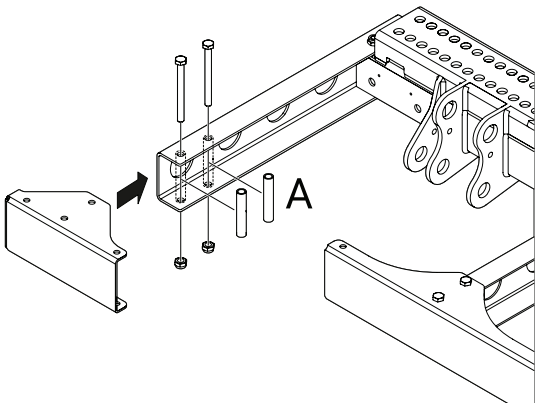

*Figura 38. Montaje de perfil de chapa externo (ZU)*
Monte los perfiles exteriores de chapa metálica con 2 tornillos M10x110 cada uno. Monte los tubos espaciadores (A) en el perfil en U de las consolas. Consulte Figura 38.